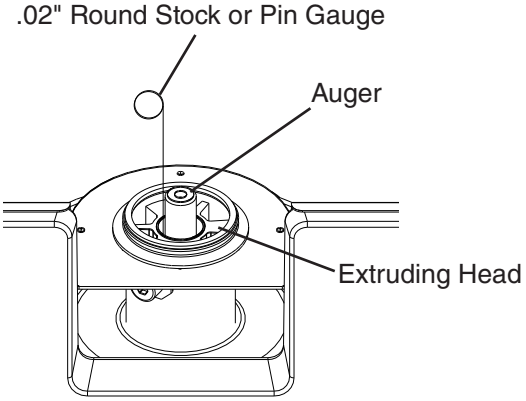

Fig. 7
6) Grasp the top of the auger and move the auger towards you and then try to insert a .02" round stock or pin gauge in between the back side of the auger shaft and the bearing surface. See Fig. 7. Check several locations around the auger shaft. If the gauge goes between the shaft and the bearing at any point or if the bearing is scratched or cracked, both the top bearing in the extruding head and the lower bearing in the housing should be replaced. Instructions for removing the extruding head and housing are located later in this procedure.